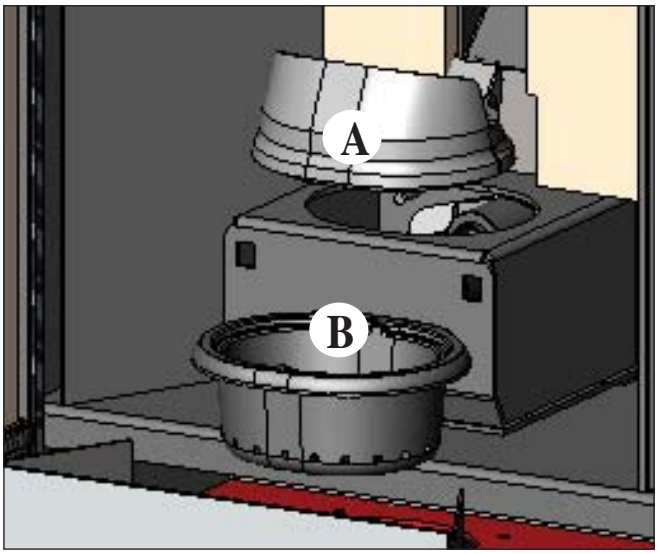

fig. 1
• Aspirar a porta (fig. 1-A).
Após a limpeza normal, o acoplamento INCORRETO do recipiente do forno superior (A) (fig. 1) **com o recipiente do forno inferior (B)** (fig. 1) **pode comprometer o funcionamento da caldeira.**